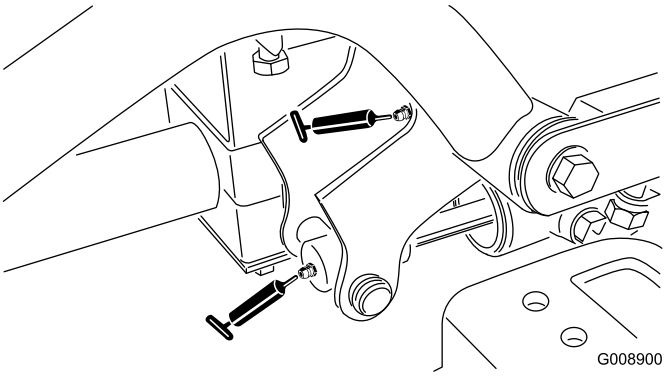

Figur 42
- Forreste venstre løftearms drejetap og løftecylinder (2) (Figur 42)